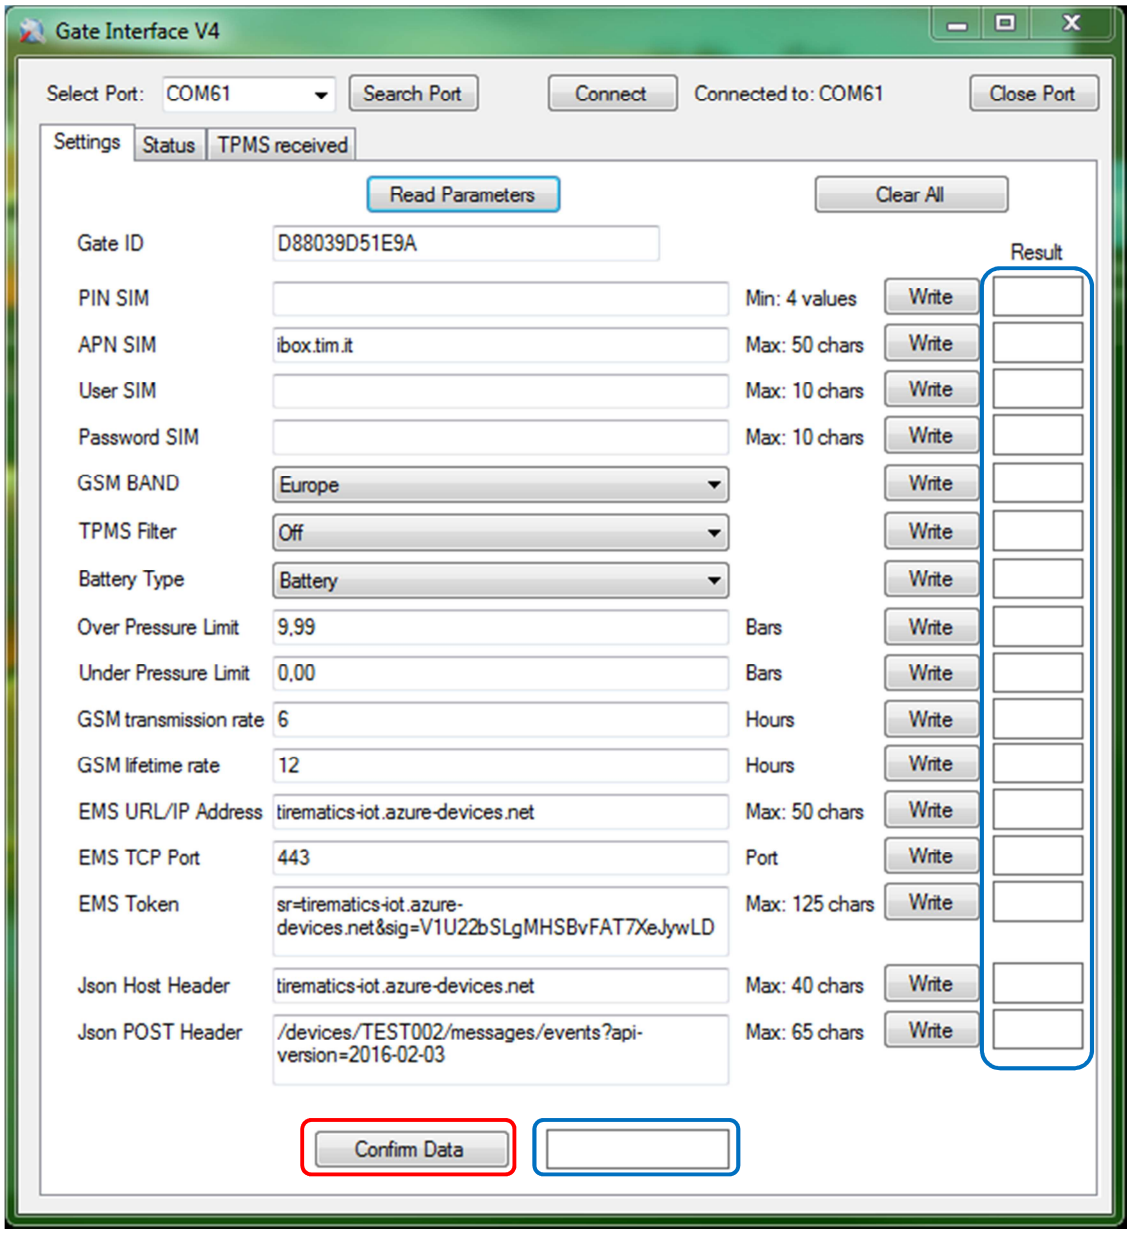

Figure 11 – Gate Interface settings
6. Configure Gate Interface parameters by selecting the “Settings” tab (see Figure 11).